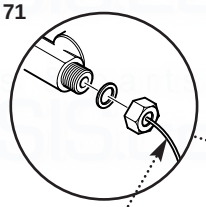

Fig. 71
1. Drain the primary circuit and undo the nut on the pressure gauge capillary (Fig. 71).